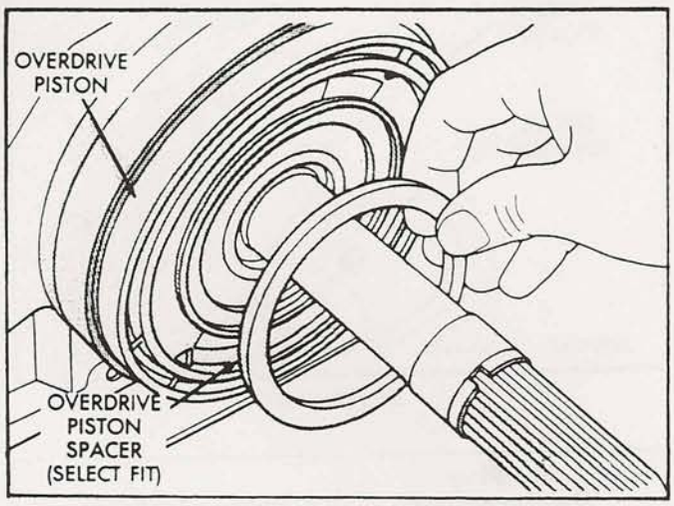

Figure 42
62. Install the proper thickness selective thrust plate on overdrive piston, and retain with Trans-Jel (See Figure 42).